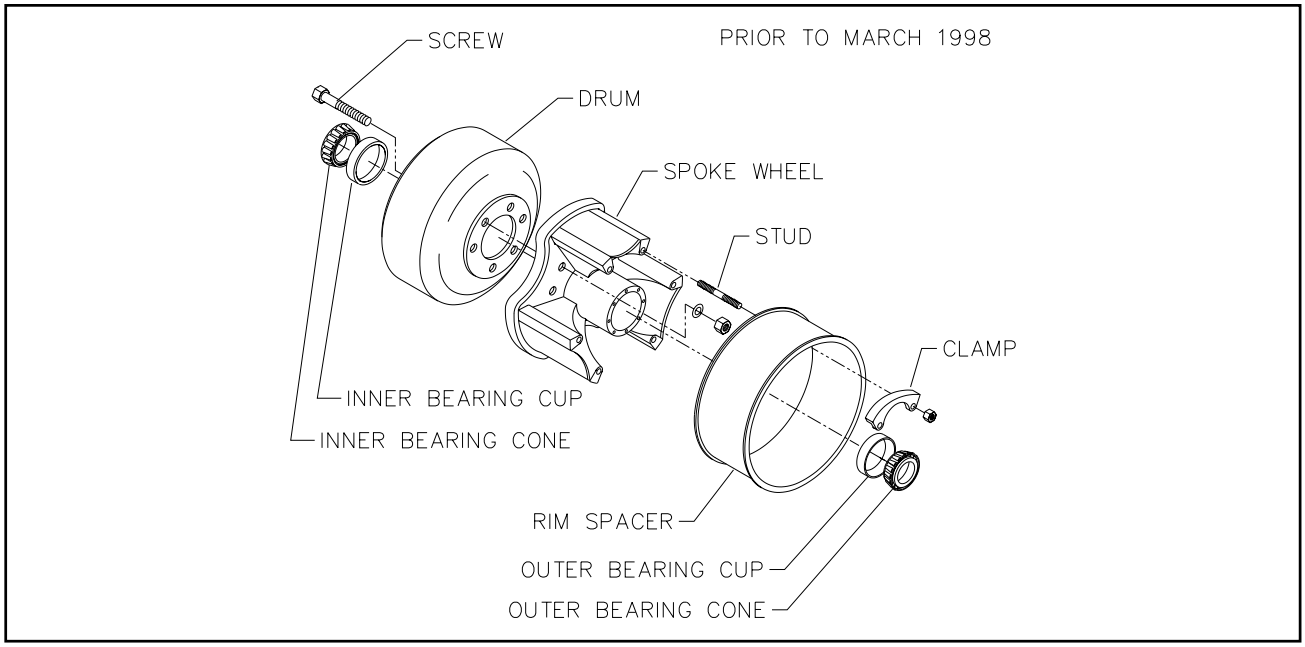
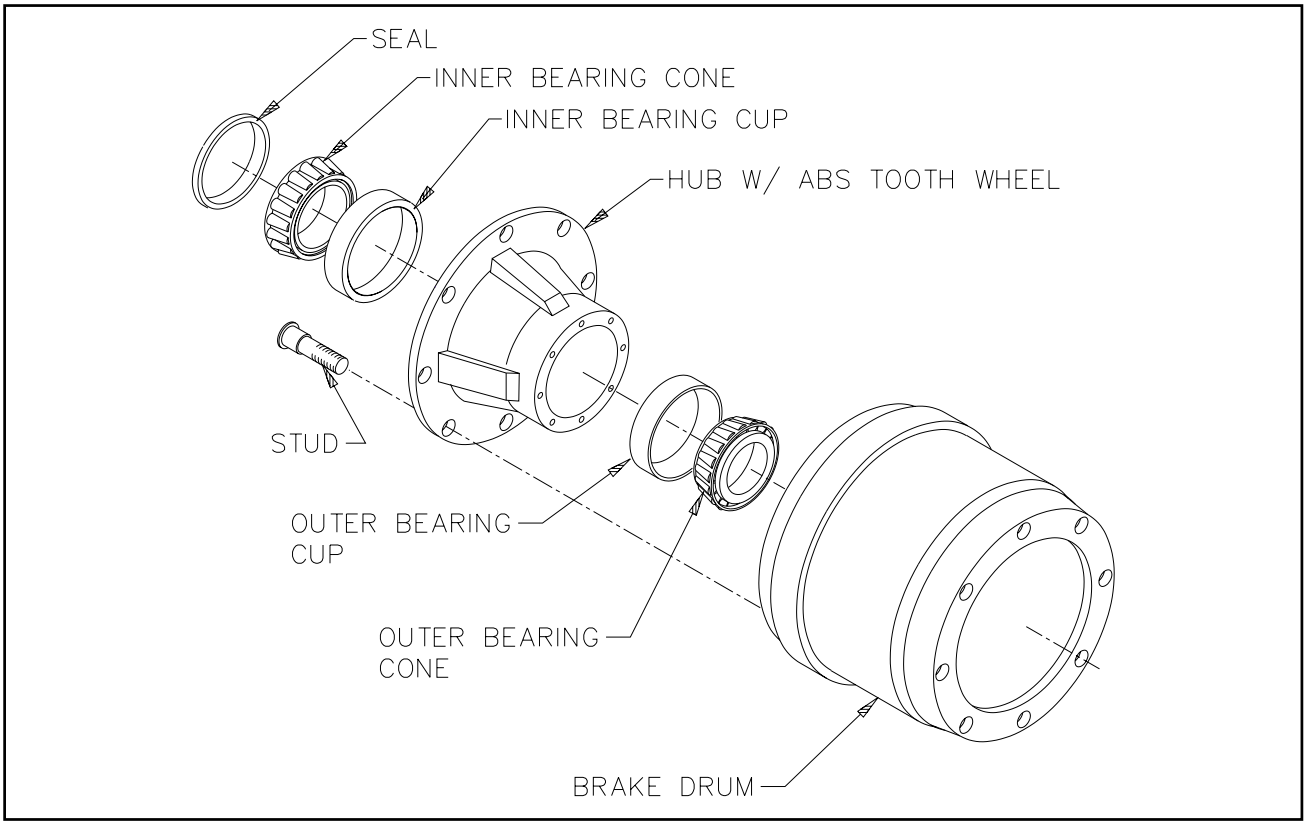
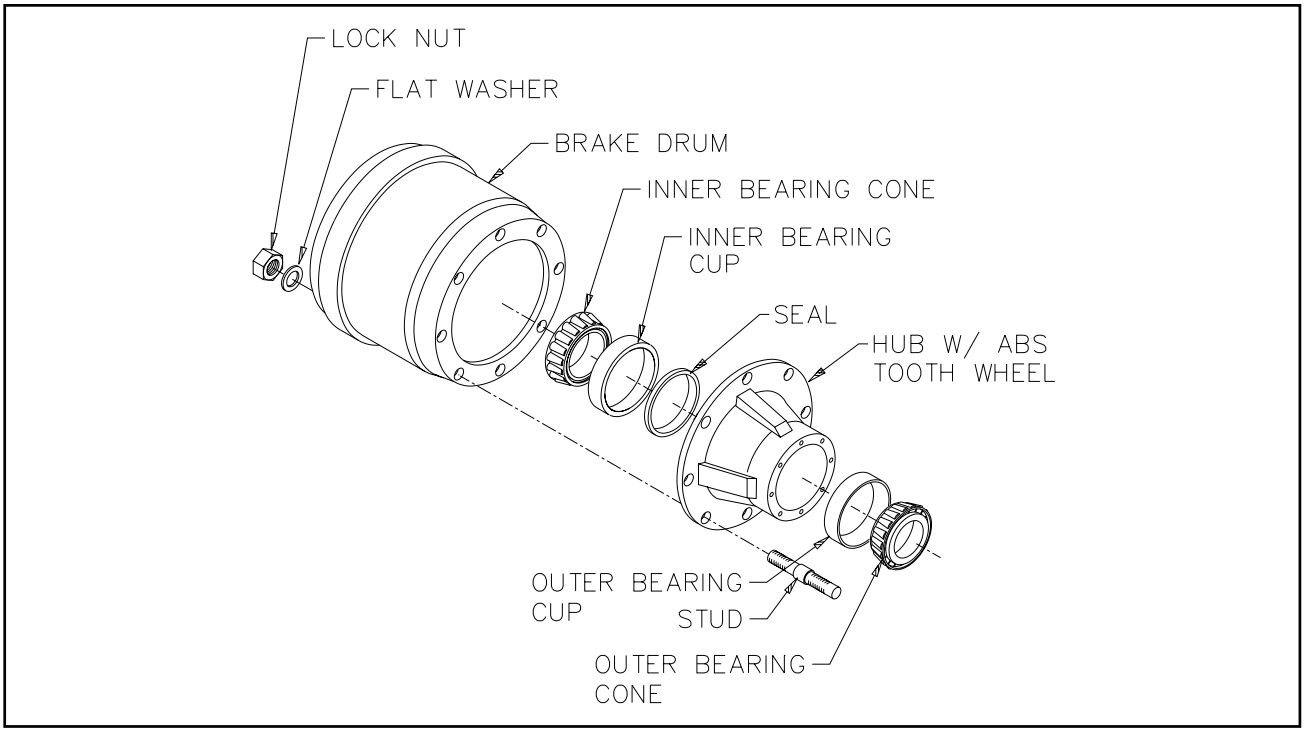

**Figure 4-12 Three Spoke Wheel and Drum**
**Figure 4-13 Outboard Mount Hub and Drum**
**Figure 4-14 Inboard Mount Hub and Drum**
**4-9.4** Replace the hub and drum as follows **(See Figures 4-12, 4-13, and 4-14):**
**a.** For outboard mount hub and drum remove the brake drum **(See Figure 4-13)**. It may be necessary to release the slack adjuster. For inboard mount **(See Figure 4-14)** and spoke wheel (**See Figure 4-12)** remove drum after hub.
**m.** If studs are marked “R” or “L”, right hand (R) hubs should be installed on the curbside of the vehicle, left hand (L) hubs should be installed on the driver side.
**s.** For Outboard Mounted Brake Drum **(See Figure 4-13)** place the drum over the hub and brake shoes being careful not to damage the threads on the studs. Make sure the drum seats flat against the hub flange and mates properly with the hub pilot. There should be no interference between the brake drum pilot chamfer and the corner radius on the hub. If interference exists, the hub will not be able to function properly.